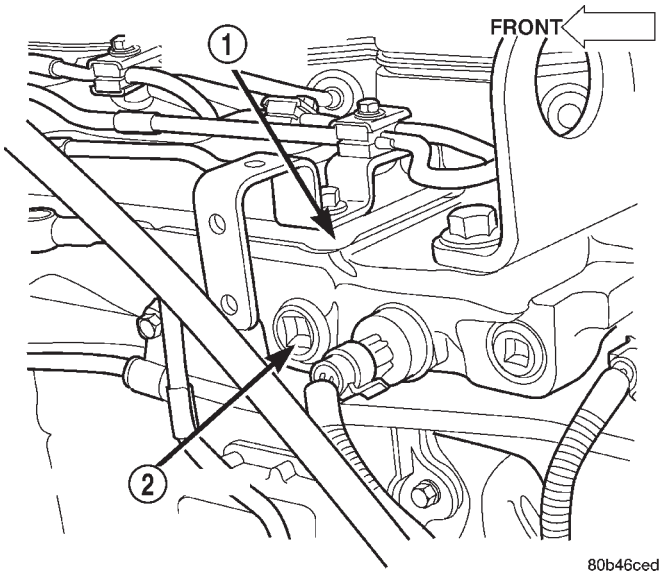

Fig. 2 Boost Pressure Test at Intake Manifold
(1) Obtain two 6828 fuel pressure test gauges (equivalent gauges are OK). **Gauge Consistency Test:** Connect the gauges together to a common pressure source and verify pressure consistency of both gauges. Do this consistency test at approximately 206 kPa (30 psi). If pressures are different, they can still be used for test. Note and record differences in pressures before testing. Make adjustments as necessary.
(2) Remove 3/4” pipe plug fitting at rear of intake manifold (Fig. 2). Temporarily replace this fitting with fitting reducer to adapt to pressure gauge. **Note: This pipe plug is located to front of MAP sensor. Do not remove plug to rear of MAP sensor. This is a COOLANT passage plug.**